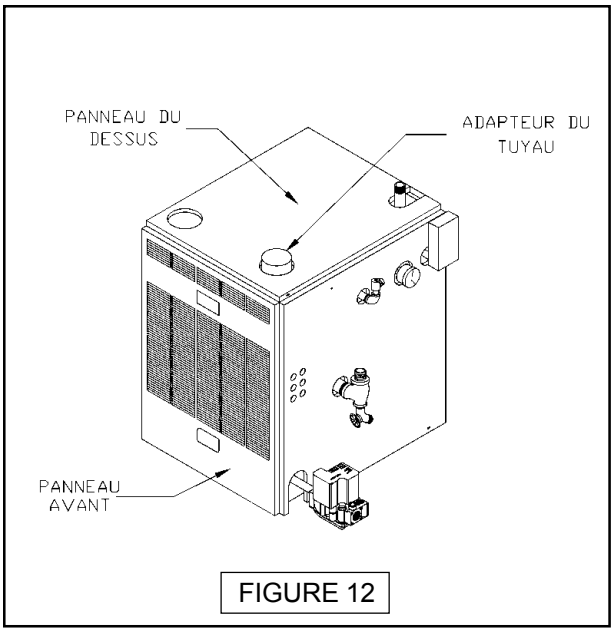

FIGURE 12
B. Enlever le panneau avant. (Voir la figure 12 ci-dessus).
G. Enlever le panneau de dessus. (Voir la figure 12.)